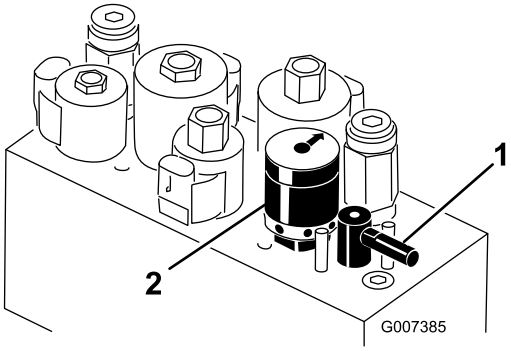

Figur 57
5. Drej baglapningsgrebet til positionen "R" (Figur 57).
6. Drej hastighedsregulatoren til knivcylindre til indstillingen1 (Figur 57).